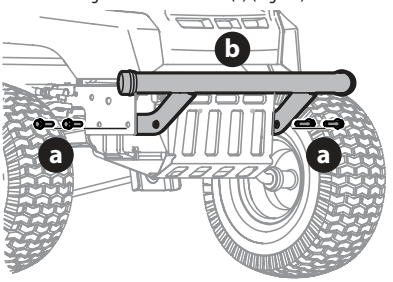

Fig. 15
1. Saque los cuatro tornillos hexagonales (a) del paragolpes (b) (Fig. 15).
2. Coloque los soportes del paragolpes hacia el interior del bastidor del tractor y fíjelos en su lugar con los cuatro tornillos hexagonales con reborde (a) (Fig. 15).